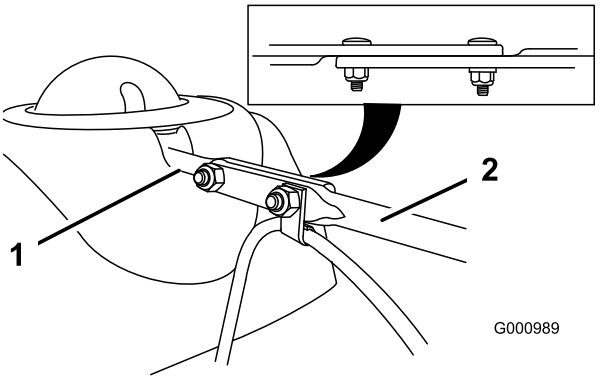

Rysunek 9
3. Dopasuj spłaszczony tylny koniec długiego drążka sterującego tunelem wyrzutowym ze spłaszczonym przednim końcem krótkiego drążka, który wystaje z panelu sterowania, aż się połączą (Rysunek 9).